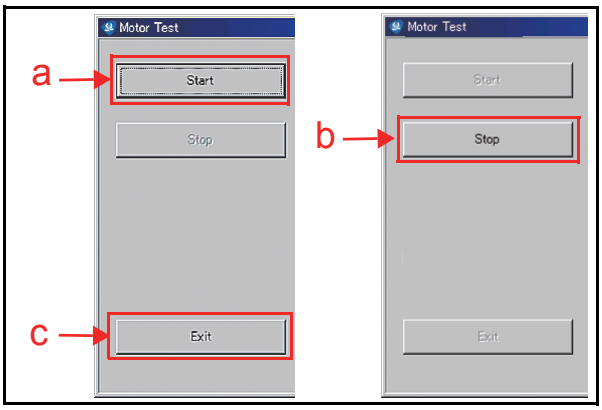

Figure 6-59 Start, Stop & Exit Screen Button
9. Mouse-click on each Screen Button to begin its related Performance Test. A Screen similar the Screen shown in Figure 6-59 will appear for each Test. For more detail concerning each Performance Test, refer to "Performance Test Items using a PC" on page 6-11 of this Section.
10. Mouse-click on the related "Start" Screen Button (See Figure 6-59 a) to begin the desired Performance Test. When all of the desired Performance Tests are complete, Mouse-click on the "Stop" Screen Button (See Figure 6-59 b).
If a return to the "**Test Item Select**" Screen is desired, Mouse-click on the "Exit(C)" Screen Button (See Figure 6-59 c).